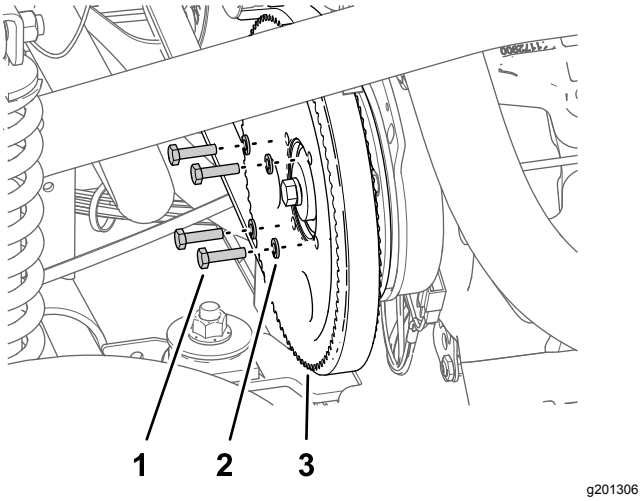

Figur 181
3. Afmonter de 4 bolte (¼" x 1") og 4 låseskiver (¼"), der fastgør remskiven til sprøjtepumpen (Figur 181).